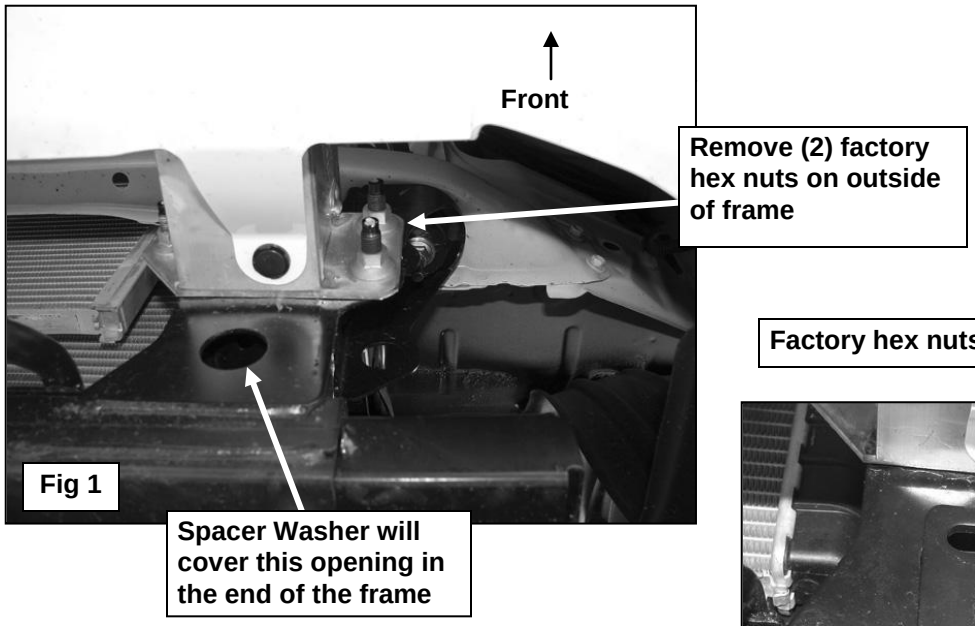
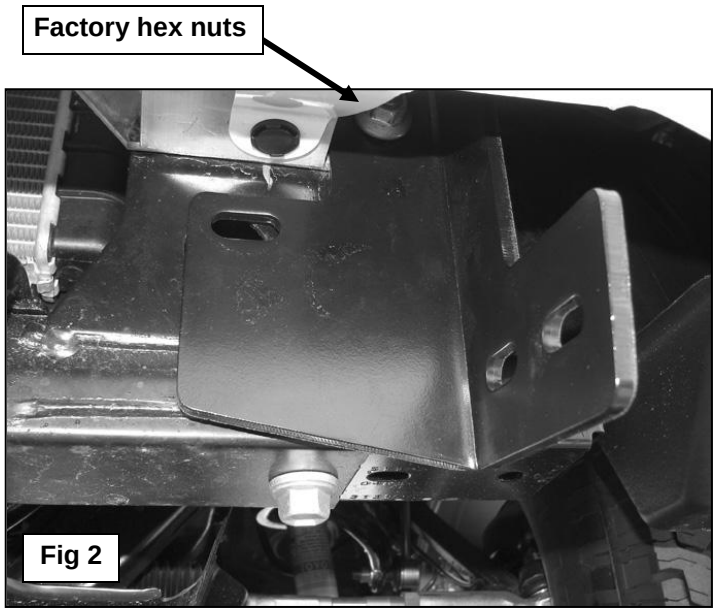

Fig 1
Fig 2
2. Start installation at the driver side, front of the vehicle and remove the (2) factory bumper mount hex nuts located toward the outside of the bumper mount and frame channel, **(Figures 1 & 7)**. **NOTE**: It may be necessary to remove the factory tow hook from the passenger side. Select the driver side frame mounting bracket and hang it from the (2) threaded studs. Secure the Bracket to the (2) threaded studs with the (2) factory hex nuts, **(Figures 2 & 7)**. Do not tighten hardware at this time.